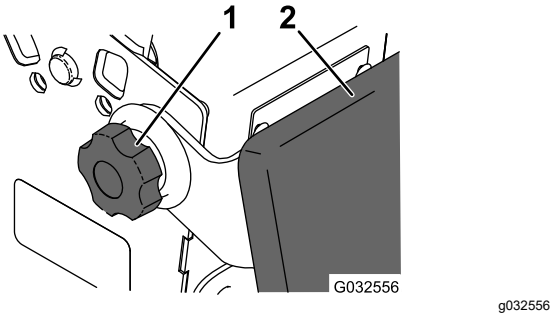

Figure 39
2. Desserrez les boutons rotatifs de chaque côté de la machine (Figure 39).